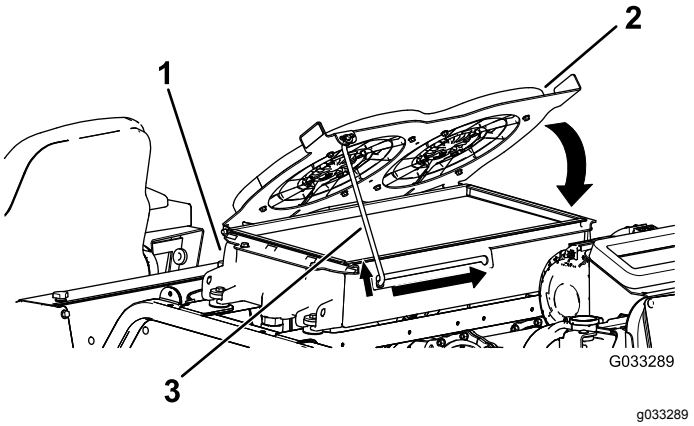

Bild 117
4. Drehen Sie die Hydraulikkühlventilatoren nach unten und arretieren Sie die Stützstange in der Kerbe (Bild 117).